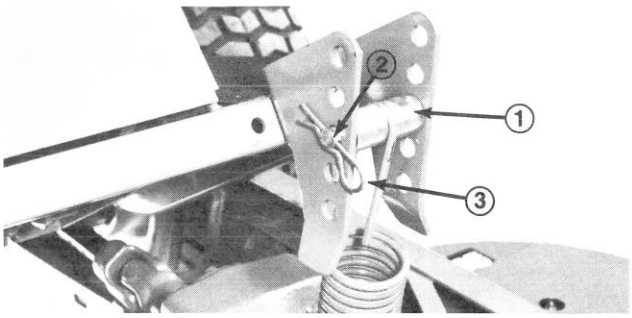

Figure 30
4. Start engine and raise cutting unit. Insert long hook end of spring into center groove of spacer, align spacer and spring with center bracket holes and insert clevis pin through center bracket hole, spacer and spring (Fig. 30). Secure assembly with hairpin (Fig. 30).